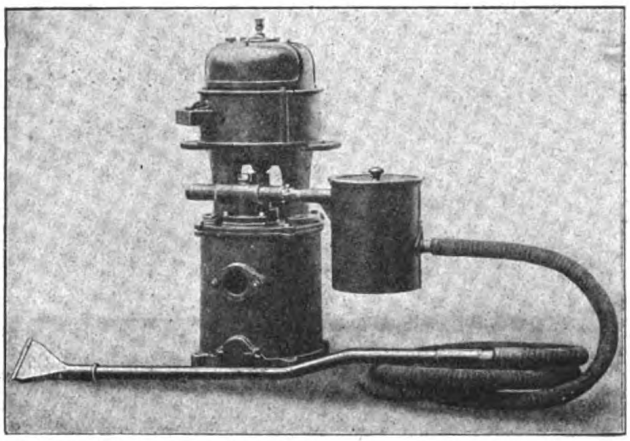

Abb. 3. Feststehende 2pferdige Entstäubungspumpe.
Abb. 3. Schema der Anordnung und Wirkung der „Ohren" des Torpedos: a und b das feindliche Schiff, 1 die beiden Mikrophone, 2 elektrische Leitung, 3 Einstellapparat, 4 Leitungen zu den beiden Elektromagneten, 5 Uhrwerk, 6 Batterie, 7 Elektromagnete, 8 Ruderkreuz, 9 Ruderblatt, 10 Schraube.
Ganz vorn am Kopf des Torpedos sind in entsprechender Weise zwei Mikrophone (1) angebracht, die durch eine elektrische Leitung (2) mit einem Einstellapparat verbunden sind. Auch hier ist also der Elektrizität eine wichtige Aufgabe zugeteilt. Von dem Einstellapparat (3) laufen Leitungen (4) nach zwei Elektromagneten (7), die ganz am Ende des Stahlfisches angebracht sind und die Betätigung des Ruders (9) bewirken. Eine Batterie (6), die nach einer gewissen Laufzeit des Torpedos durch ein Uhrwerk (5) mittelst eines besonderen Einschaltapparats in Tätigkeit tritt, liefert den dem ganzen Ohrenmechanismus notwendigen Strom. Die Abb. 3 gibt in schematischer Form ein Bild davon, wie man sich die Anordnung dieses Mechanismus zu denken hat. Die hierbei dargestellten Ohren wirken auf das Vertikalruder, das einzig und allein auch beim jetzigen Torpedo nur die Schwimmrichtung reguliert. Bekanntlich aber besitzt der Torpedo außerdem noch einen besonderen Tiefensteuerapparat, der das horizontale Ruder bewegt, wodurch das Projektil in bestimmter, vor dem Abschuß eingestellter Tauchtiefe gehalten wird. Der Erfinder Leon will auch für das Tiefenruder ein Ohrenpaar anbringen, so daß auch hierin eine selbsttätige Regulierung erfolgen würde. Die Vorkehrung, daß die die Schallempfindlichkeit der Mikrophone auslösende Batterie erst nach einer gewissen Laufzeit eingeschaltet wird, ist deshalb getroffen worden, damit der Torpedo nicht durch das Schraubengeräusch des eigenen Schiffes abgelenkt oder gar auf dieses zugetrieben wird.